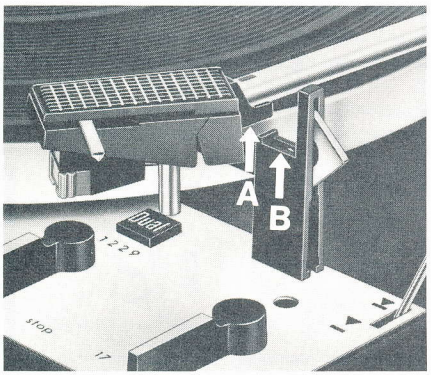

Fig. 17
3. If the tonearm does not come to rest horizontally, loosen setscrew (F) and slide the weight with its shaft until you achieve approximate balance. Then retighten the setscrew.
4. Now find the exact balance by turning the counterweight. The tonearm is exactly balanced when edge "A" on the side of the tonearm is at precisely the same height as edge "B" on the tonearm rest (Fig. 17), or when the tonearm, nudged lightly up or down, returns by itself to a horizontal position.